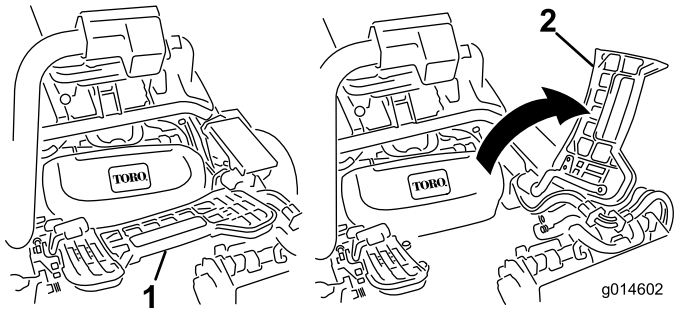

**Figur 31**
2. Lyft upp fotstödet och fäll upp det så att du kommer åt mittklippenheten (Figur 31).